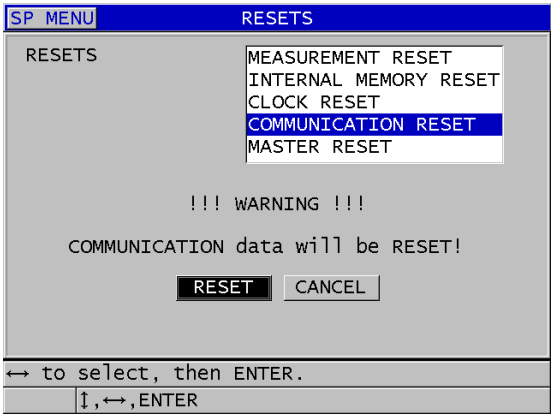

Rysunek 14-13 Wybieranie opcji COMMUNICATION RESET (Reset komunikacji)
3. Na ekranie **RESETS** (Resety) (patrz Rysunek 14-13 na stronie 306):